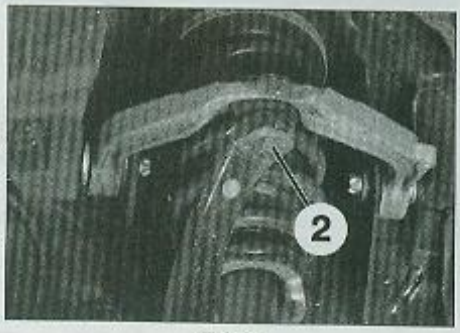

FIG. 5
• Déposer l'écrou de fixation (2) du pivot sur le bras de suspension supérieur (Fig.5) et à l'aide d'un arrache rotule, désolidariser la rotule du pivot.